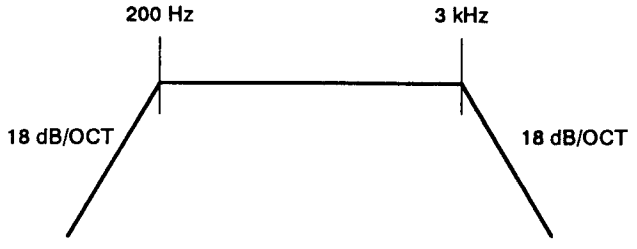

Fig. 10-34.
*1: Value when a distortion measuring filter (Fig. 10-34.) is used. Less than 1.0% when no filter is used.